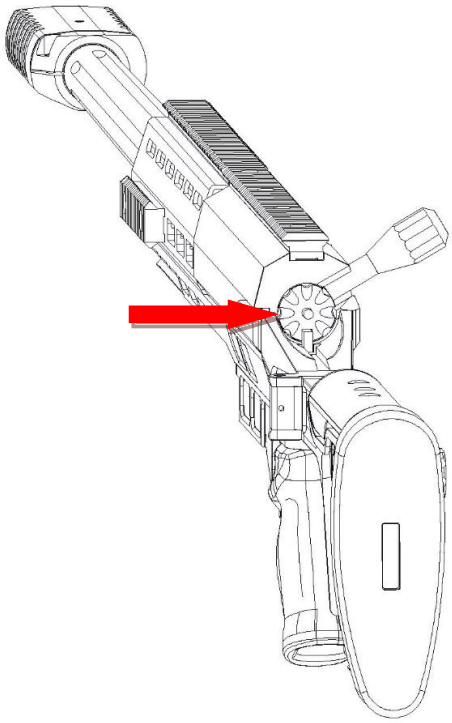
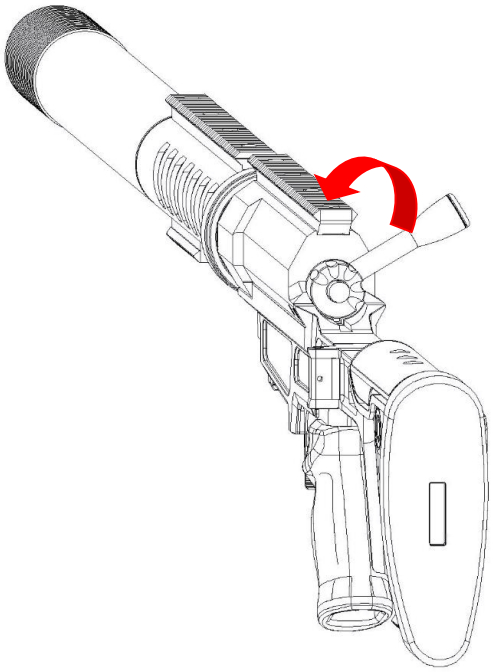

Рис. 1
Рис. 2
4.5. После окончания стрельбы извлеките затвор из ствольной коробки, для чего нажмите фиксатор затвора на коробке (Рис. 1) в случае его наличия или сдвиньте затвор в сторону открывания, при этом поворачивая его против часовой стрелки до момента поворота ручки в вертикальное положение: в случае отсутствия фиксатора (Рис. 2). Для извлечения затвора может потребоваться опускание или даже снятие щеки, либо в случае складного приклада – его складывание.